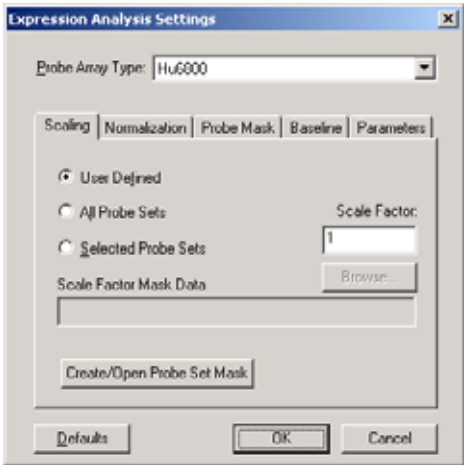

Figure E.6
1. In the Scaling tab, choose the **User Defined** option **(Figure E.6)**.